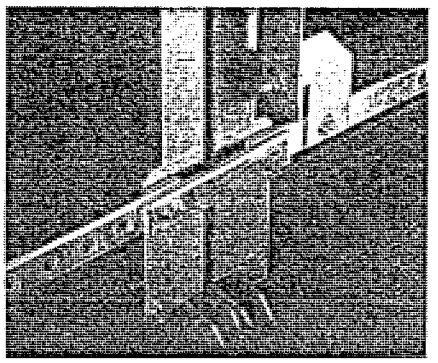

Figure 18: Ground bar bolt replaced
3. Replace the ground bar bolt (figure 18). Torque both bolts to 60–75 lb-in (6.75–8.44 N•m).